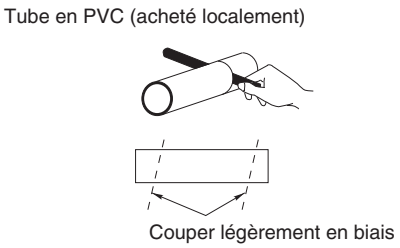

Fig. 3-8
(5) Mesurer l'épaisseur du mur du bord intérieur au bord extérieur et couper le tube en PVC légèrement en biais et 6 mm plus court que l'épaisseur du mur. (Fig. 3-8)